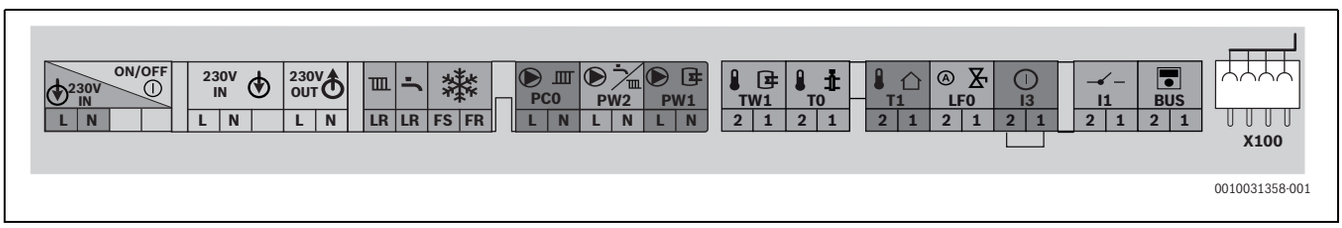

Bild 41 Klemmleiste für externes Zubehör
- ▶ Kabel an der Klemmleiste für externes Zubehör (→ Bild 41) anschließen.